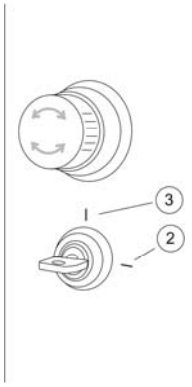

Fig. 5.9 Interrupteur ARRET D'URGENCE déverrouillé
- Placer le commutateur à clé de l'appareil d'alimentation en position « 0 » (fig. 5.9).
- Avant la remise sous tension de l'appareil, s'assurer que l'interrupteur « ARRET D'URGENCE » rouge se trouve en position déverrouillée (désactivée) (fig. 5.9). Pour désactiver l'interrupteur « ARRET D'URGENCE », le tourner vers la gauche ou vers la droite afin qu'il puisse sauter et sortir.